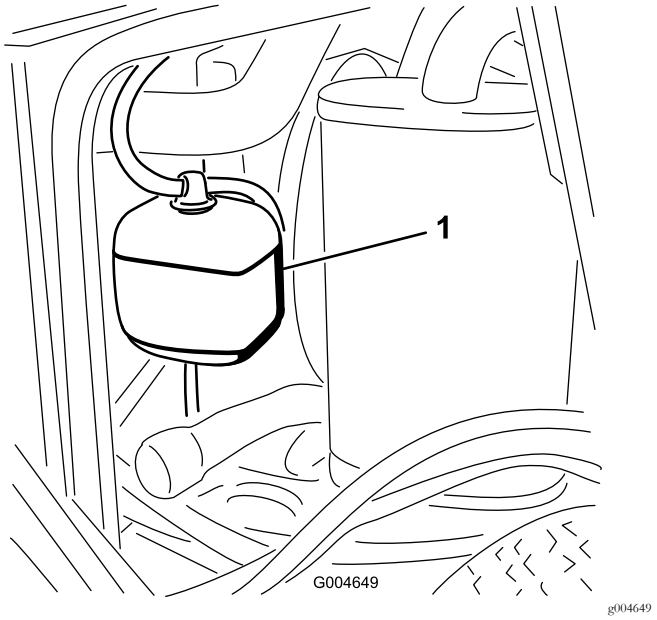

Figuur 47
1. Controleer het koelvloeistofpeil in de expansietank (Figuur 47).